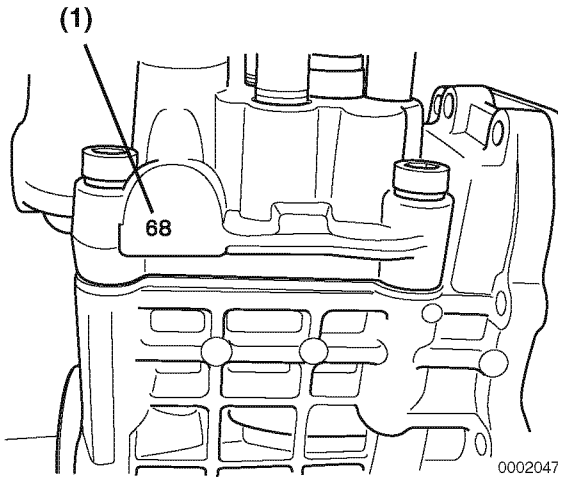

Figure 7-29
- Calculate the difference between the timing index numbers **(Figure 7-29, (1))** of the fuel injection pump that you removed and the replacement fuel injection pump. *See Calculation Example below.*